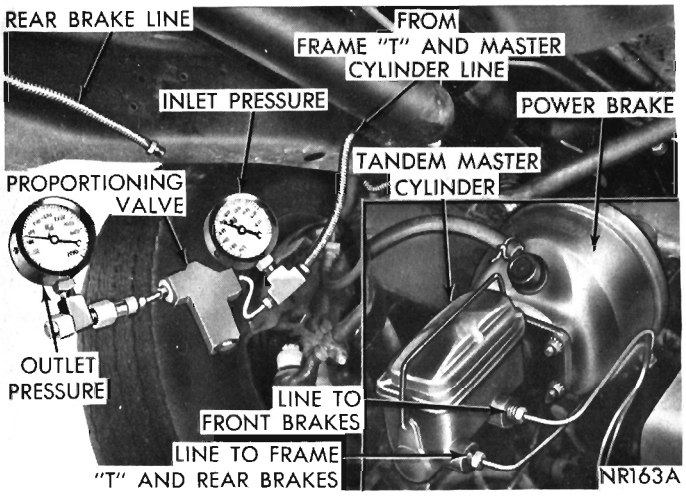

Fig. 17—Checking Proportional Valve
(1) Install one of Gauge Set C-4007 and "T" in brake line between master cylinder and proportioning valve and remaining Gauge and "T" at output end of valve and brake line. (Fig. 17). **Be sure all joints are fluid tight.**
(2) Have a helper exert pressure on brake pedal (holding pressure). Obtain a reading on master cylinder output of approximately 500 p.s.i.
(3) While pressure is being held as above, reading on valve outlet Gauge should be 360-405 p.s.i.